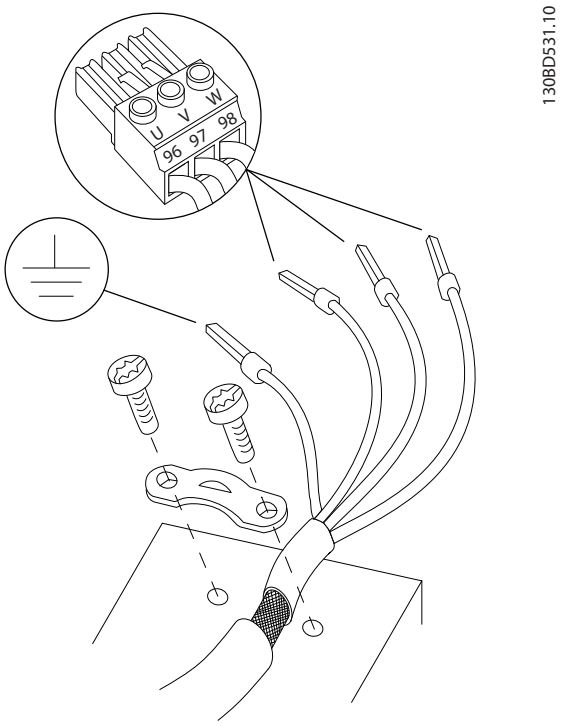

Рисунок 4.5 Подключение двигателя
3. Подключите провод заземления к ближайшей клемме заземления в соответствии с инструкциями по заземлению в *глава 4.3 Заземление*, см. *Рисунок 4.5*.
4. Подключите проводку трехфазного двигателя к клеммам 96 (U), 97 (V) и 98 (W), см. *Рисунок 4.5*.